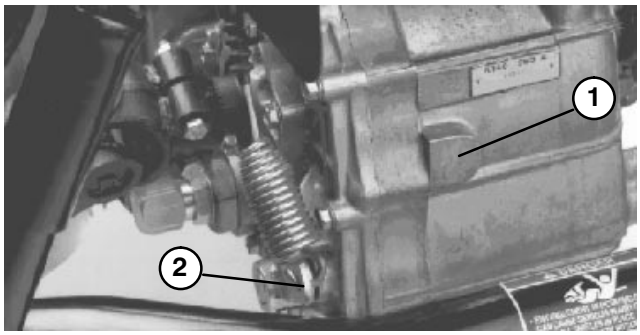

**Figure 44**
## CHANGING TRANSAXLE / HYDRAULIC FLUID (Fig. 44)
**2.** Remove drain plug (Fig. 44) from side of reservoir and let hydraulic fluid flow into drain pan.